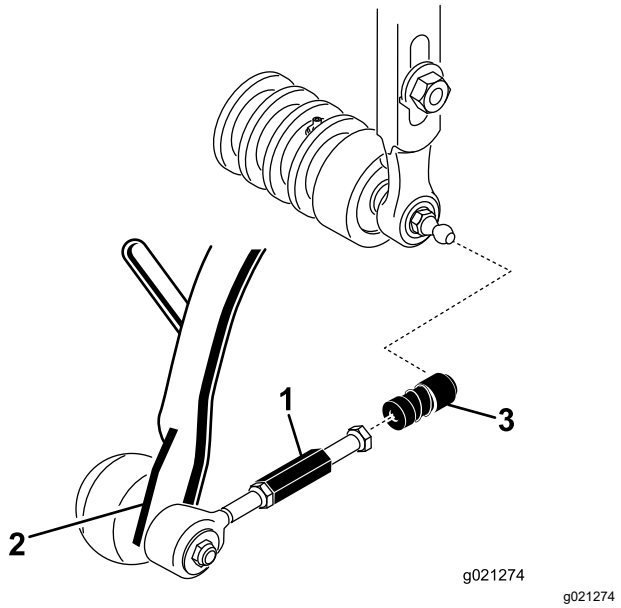

Figur 7
3. Skyd manchetten tilbage på kugleleddet, og sæt modtageren på klippeenhedens kugletapskrue (Figur 7).